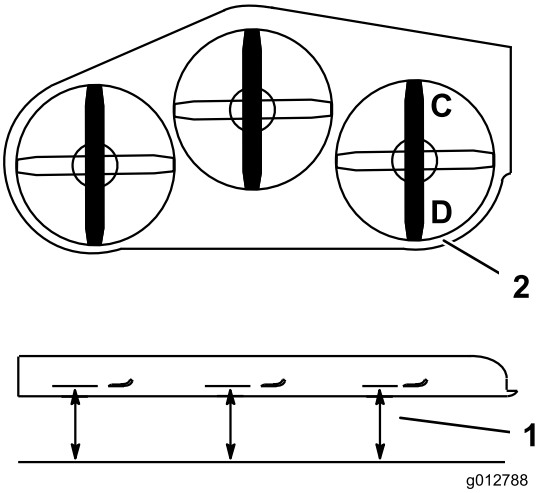

Figur 87
1. Ställ in den högra knivens främre–bakre lutning (Figur 87).
2. Mät den högra kniven vid punkt **C**, från en plan yta till knivens egg, och skriv upp måttet (Figur 87).
3. Mät den högra kniven vid punkt **D**, från en plan yta till knivens egg, och skriv upp måttet (Figur 87).
4. Klipparkniven ska vara ca 6 till 10 mm lägre vid punkt **C** än punkt **D** (Figur 87). Fortsätt till nästa steg om detta inte är korrekt.